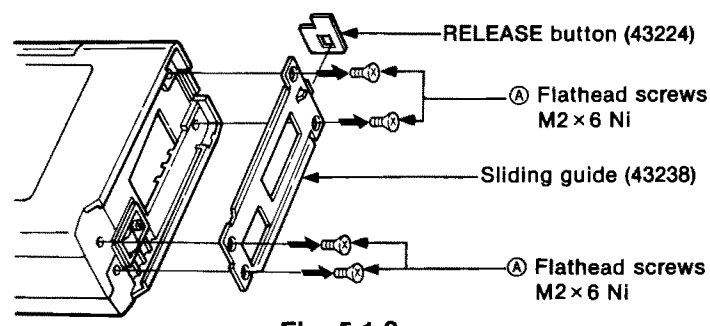

Fig. 5-1-2
2. Remove the 4 screws Ⓐ on the bottom and the sliding guide as shown in Fig. 5-1-2.